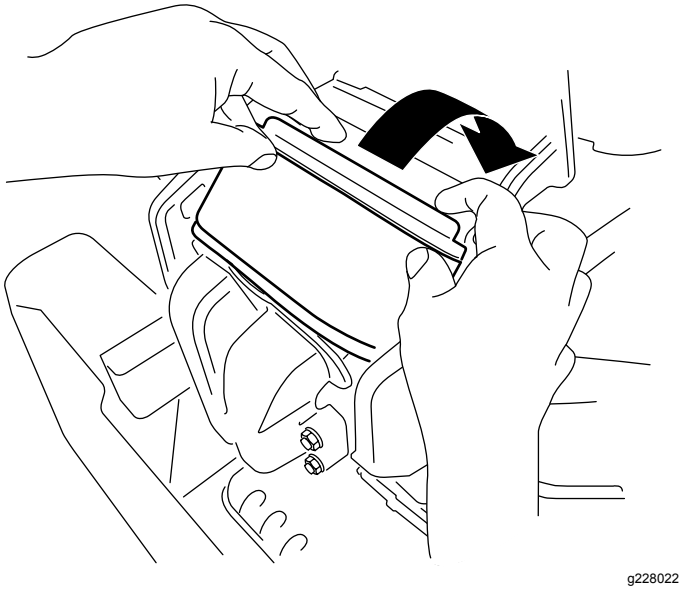

Figur 44
3. Vrid filtret ned i kammaren och fäst det ordentligt mot grenröret (Figur 44).